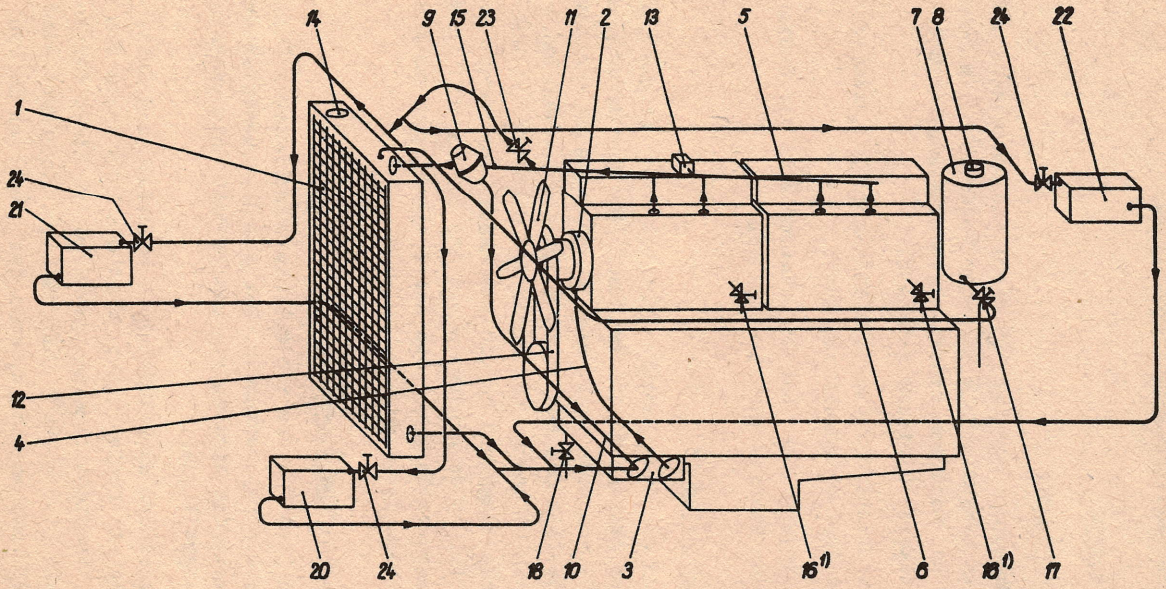

Abb. 15. Schema des Kühlflüssigkeitskreislaufes
6.1.2. Kühlsystem (Abb. 15)
6.1.2.1. Ausgleichbehälter (Abb. 15)
6.1.2.2. Temperaturregler (siehe hierzu auch Abb. 15 und Bedienanweisung für den Dieselmotor)
6.1.2.3. Lüfterschaltkupplung (Abb. 15)